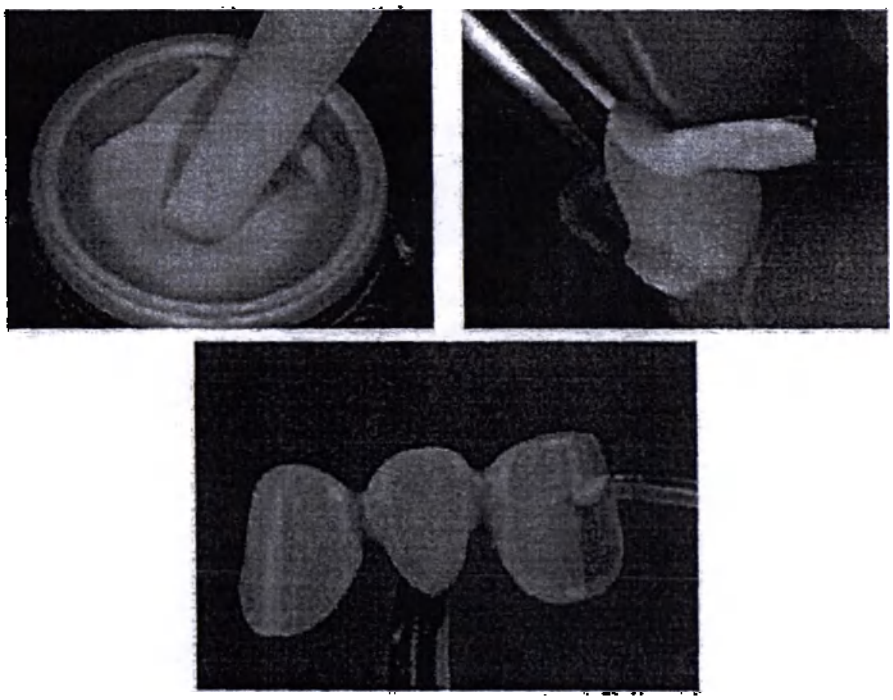

Рисунок 21 - Промешивание и нанесение Опака пастообразного (Opaque JC Paste)
- Опак пастообразный (Opaque JC Paste) (подходящей расцветки (п. 7.2.2.1, таблица 8, 9)): паста предлагается в готовом виде. Перед использованием пасту нужно тщательно перемешать в баночке пластмассовым шпателем. Наносится он тоже кисточкой или стеклянной палочкой (аналогично опаку порошковому) (рисунок 21).
- Пасту перед использованием необходимо тщательно размешать (рисунок 21). Если после длительного хранения паста не размешивается, ее нужно разбавить до нужной консистенции, добавив Жидкость для опака (Opaque Liquid).